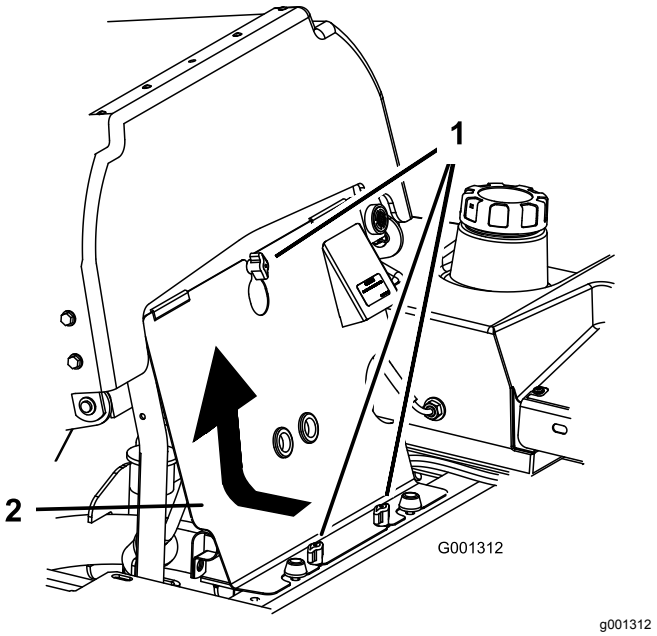

Figur 67
1. Tippa sätet framåt och demontera den främre motorkåpan (Figur 67).